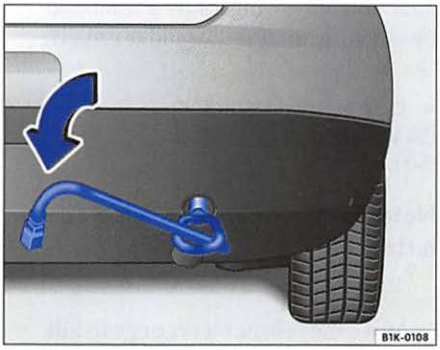

Fig. 48 In the right rear bumper: screwing in the towing eye
– Screw the towing eye in direction of the arrow as far as it will go into the threaded hole. Use the lug wrench to tighten the towing eye ⇒ fig. 48.